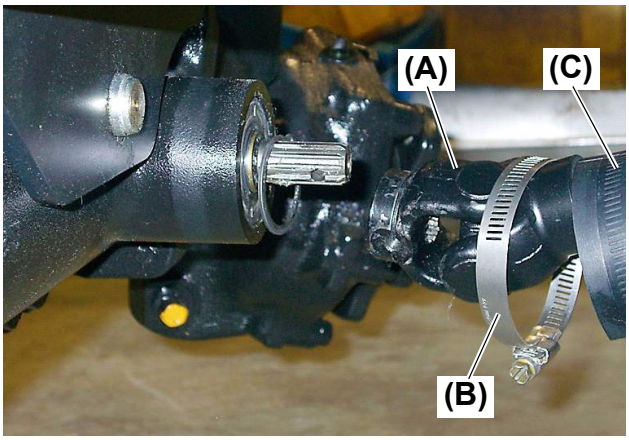

Fig. 5
6. Remove drive shaft **(Fig. 5, (A))** from front axle shaft.
7. The hose clamp **(Fig. 5, (B))** and shaft cover **(Fig. 5, (C))** can be replaced at this time if needed.